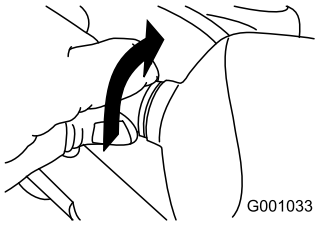

Figur 58
2. Drei lyspærens base mot klokken til den stopper (Figur 58).